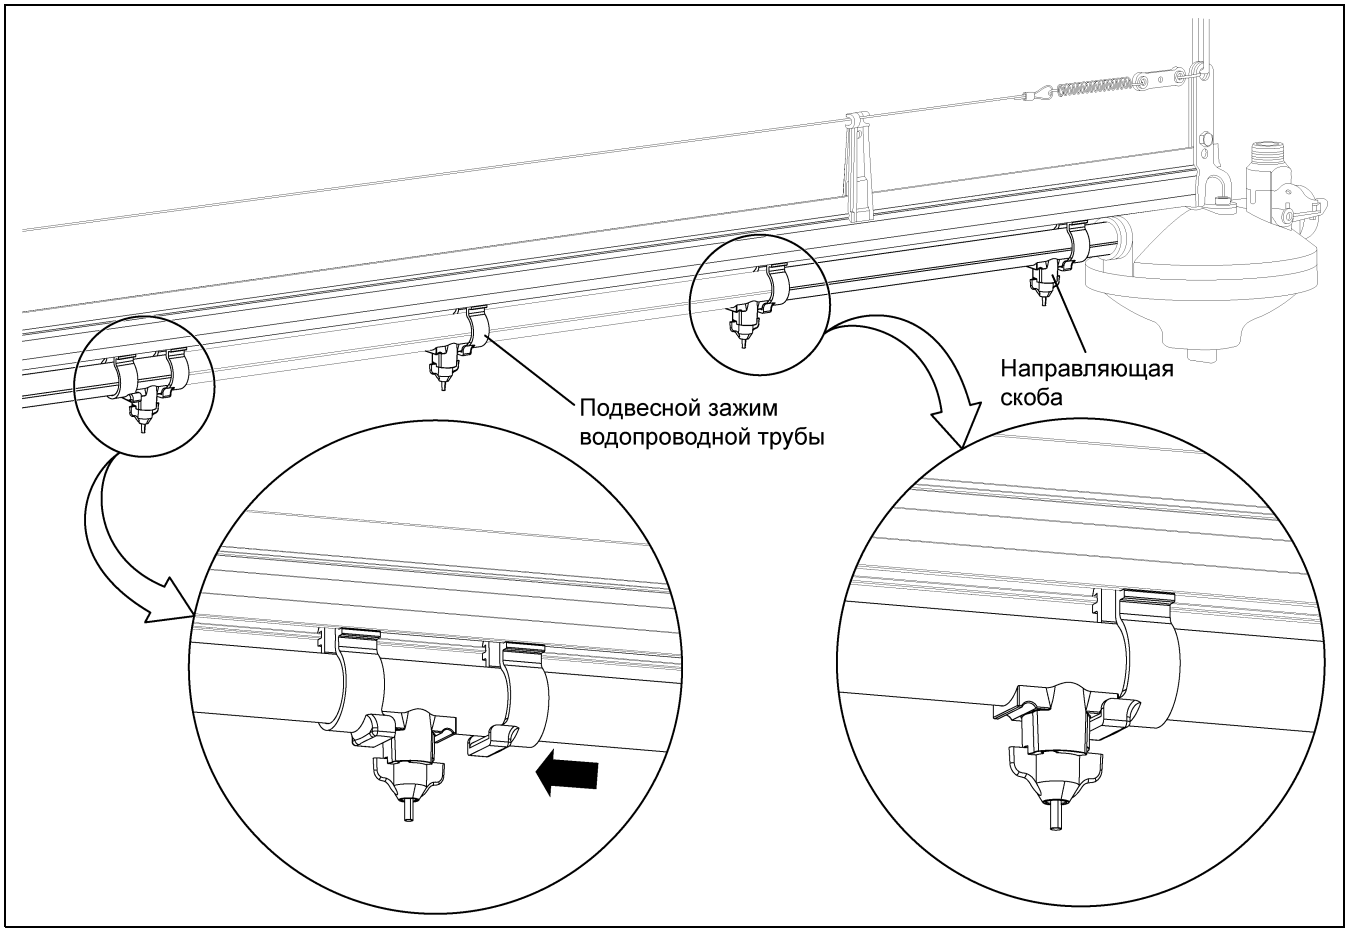

Рисунок 7F
3. Закрепите водопроводную трубу на рельсе, поместив подвесной зажим (CW-3051) водопроводной трубы под водопроводную трубу и защелкнув его на рельсе. Зажим для вешалки (CW-3051) должен прикрепляться к любой стороне ниппеля и располагаться в первой канавке сверху рельса. *(см. рисунок 7F.)*